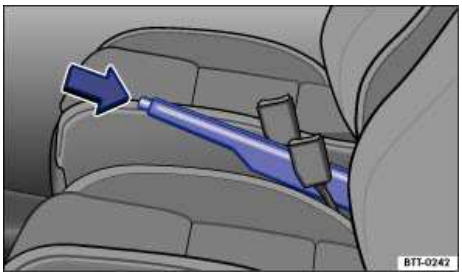

**Fig. 143** Between the front seats: Parking brake.
- Pull the lever up slightly and press the release button ⇒ fig. 143 (arrow).
**Even though the transmission is in Park (P), the vehicle may move a couple of inches (a few centimeters) forwards or backwards if you take your foot off the brake pedal after stopping the vehicle without first firmly setting the parking brake.**